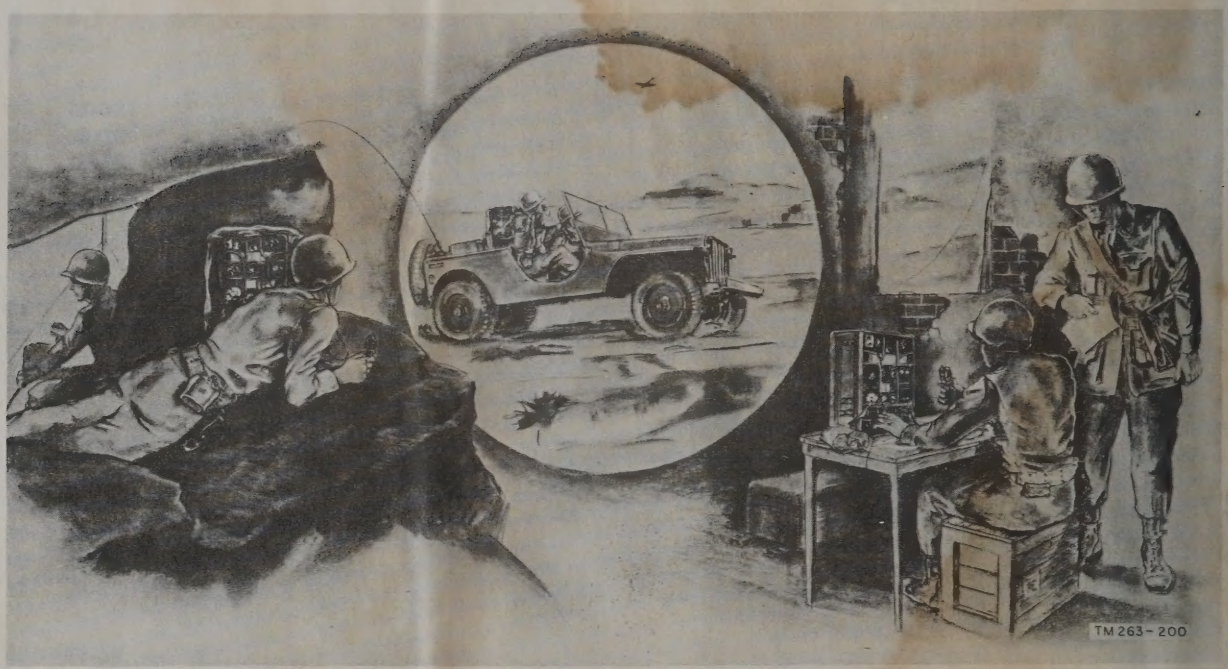

Figure 1. Typical applications for Radio Set AN/GRC–9 (*).
a. This manual contains information for the installation, operation, maintenance, and repair of Radio Set AN/GRC–9(*) (fig. 1).